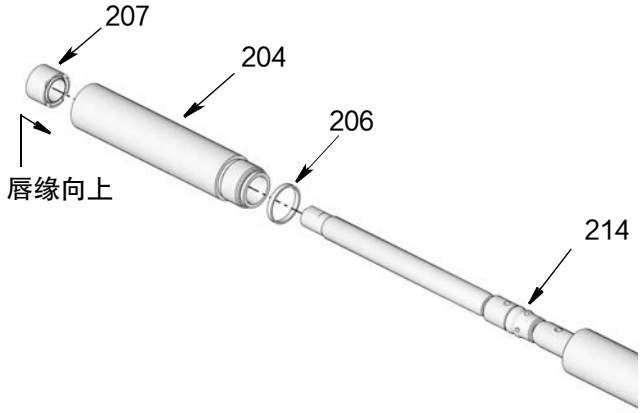

图 42
11. 在密封 (206) 上涂抹薄薄一层润滑脂并装在泵气缸 (204) 上（图 42）。
12. 在活塞密封 (214) 上抹上薄薄一层滑脂。
13. 将泵气缸 (204) 拧入垫片气缸 (205)。使用扳手拧紧固定。用 45-55 英尺磅（61-74 牛 • 米）的扭力拧紧。
14. 在入口密封 (207) 上涂抹薄薄一层滑脂，装上密封，唇缘朝上向着泵气缸 (204) 内，如图 42.